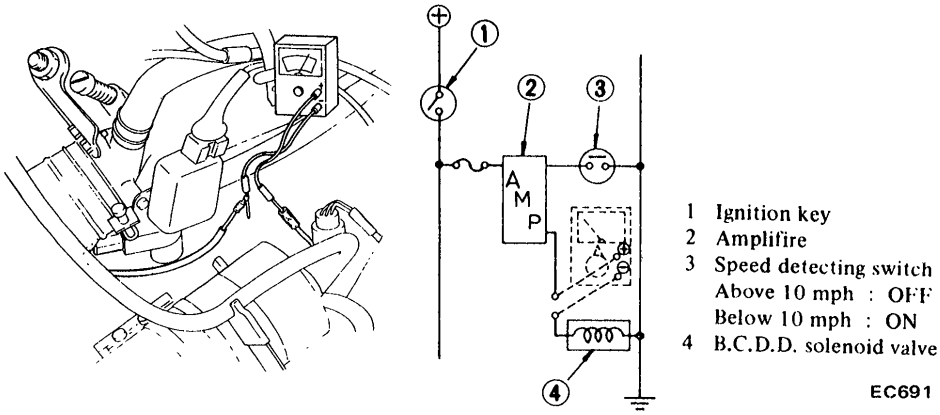

Fig. EC-8 Checking amplifier
1. Set circuit tester in D-C ampere range (1 A min, full scale), connect test probes of tester as shown in Figure EC-8.